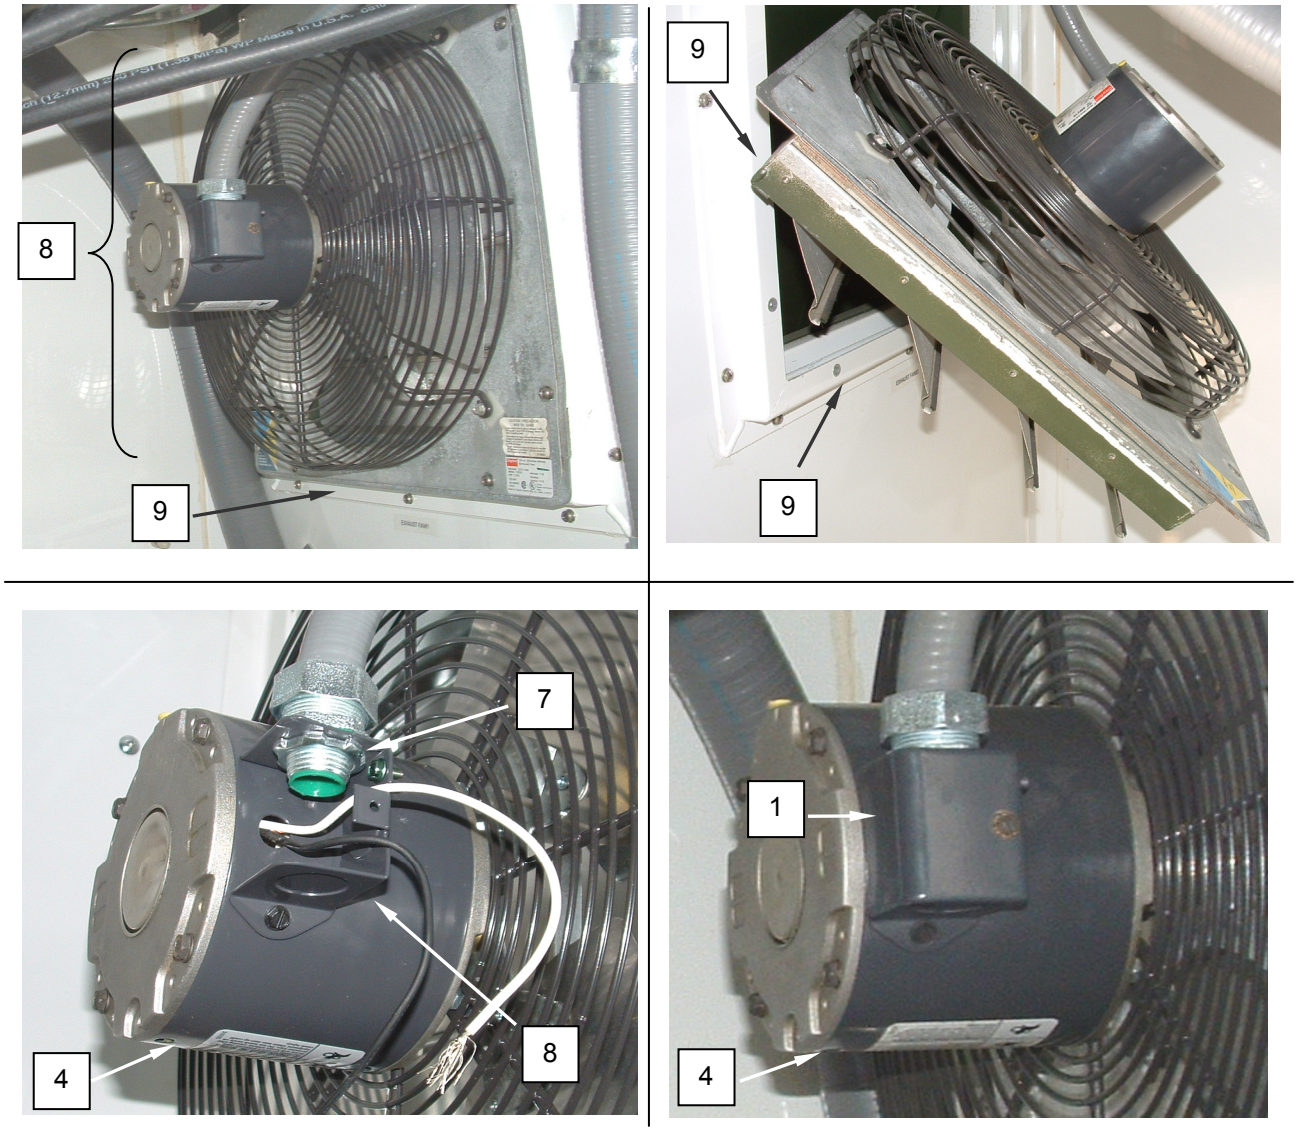

Figure 4. Replace the Exhaust Fan.
5. Remove screws retaining louver assembly with fan **(Figure 4, Item 9)** to bulkhead, and remove louver assembly with fan.
6. Install new louver assembly with fan **(Figure 4, Item 9)** and secure with screws to bulkhead.
8. Install conduit into junction box **(Figure 4, Item 8)** and retain with locknut **(Figure 4, Item 7)**.
9. Connect wiring to fan **(Figure 4, Item 4)** as tagged.
10. Install junction box cover **(Figure 4, Item 1)** and retain with screws.